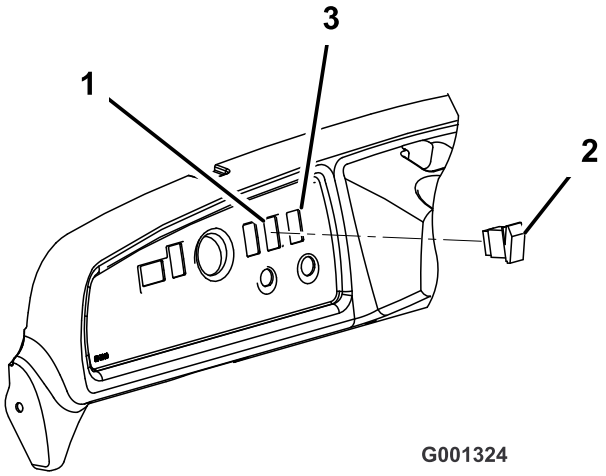

Figur 9
8. Ta bort pluggen från hålet på instrumentbrädans högra sida (Figur 9).
9. Anslut omkopplaren till tillbehörskontakten i instrumentbrädan. För in omkopplaren i hålet i instrumentbrädan (Figur 9).
10. Anslut omkopplaren till kablagekontakten i instrumentbrädan. För in omkopplaren i hålet i instrumentbrädan (Figur 9).